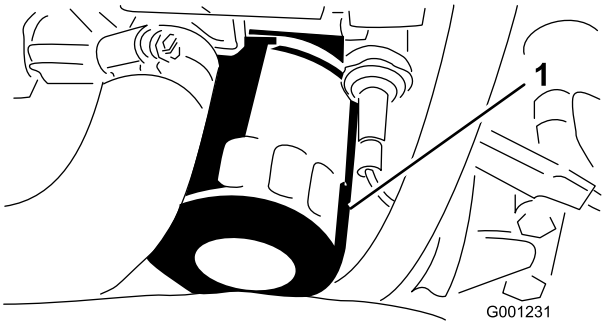

Figuur 49
6. Verwijder en vervang het oliefilter (Figuur 49).